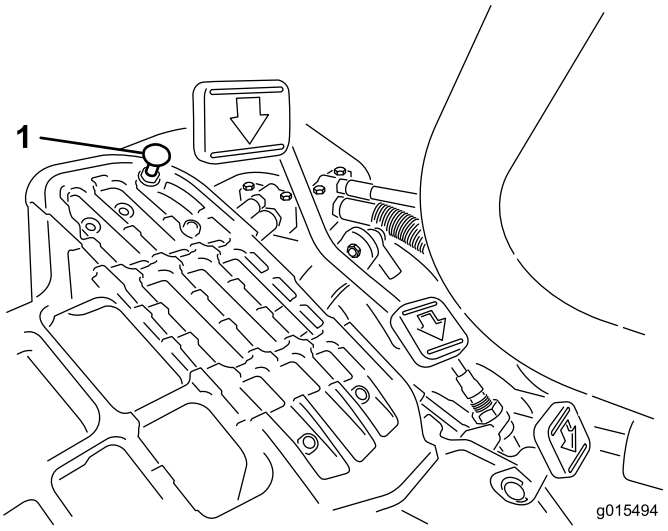

Figuur 48
Druk het tractiepedaal in. Als het pedaal contact maakt met de pedaalaanslag (Figuur 48) voordat u spanning op de kabel voelt, is afstelling vereist:
1. Draai de flenskopborgmoeren los waarmee de pedaalaanslag aan de vloerplaat is bevestigd (Figuur 48).